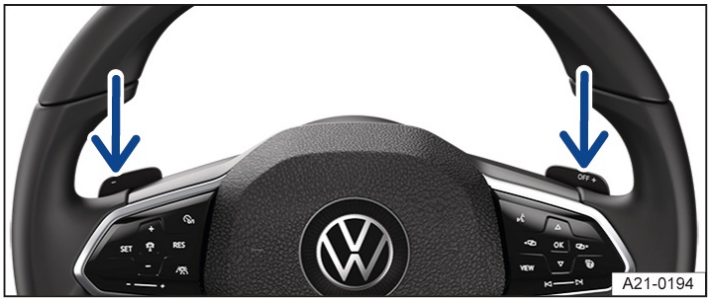

Fig. 2 Steering wheel with shift paddles for Tiptronic.
1. Pull the right shift paddle toward the steering wheel to shift up → *fig. 2*.